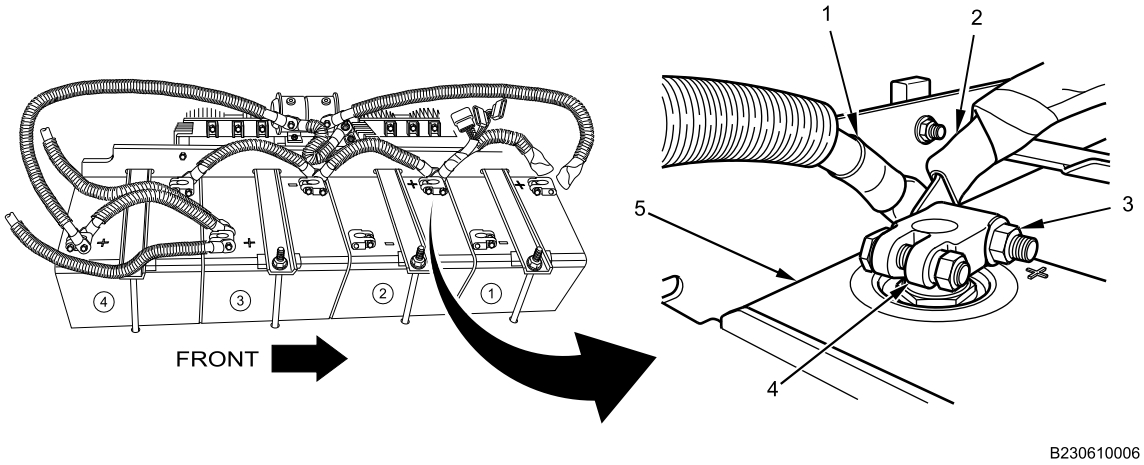

Figure 1. Battery 2 Positive Connections.
1. Remove nut (Figure 1, Item 3) from terminal bolt on positive stud adapter clamp (Figure 1, Item 4) of battery 2 (Figure 1, Item 5).
2. Remove terminal bolt, battery 2 positive-to-battery 3 ground jumper cable terminal (Figure 1, Item 1), and clean-power cable (Figure 1, Item 2) from battery 2 positive stud adapter clamp (Figure 1, Item 4).
3. Remove clean-power cable (Figure 1, Item 2) from vehicle.